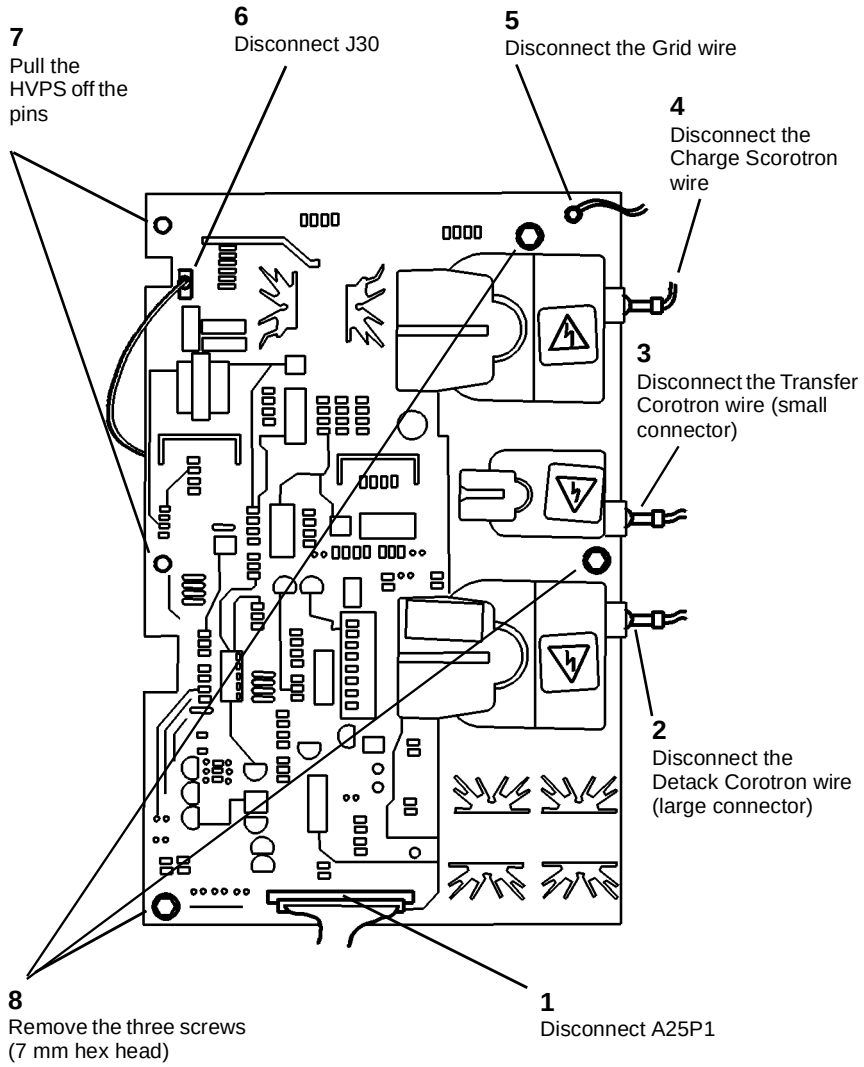

**Figure 1 Removing the High Voltage Power Supply**
2. (Figure 1): Remove the High Voltage Power Supply.